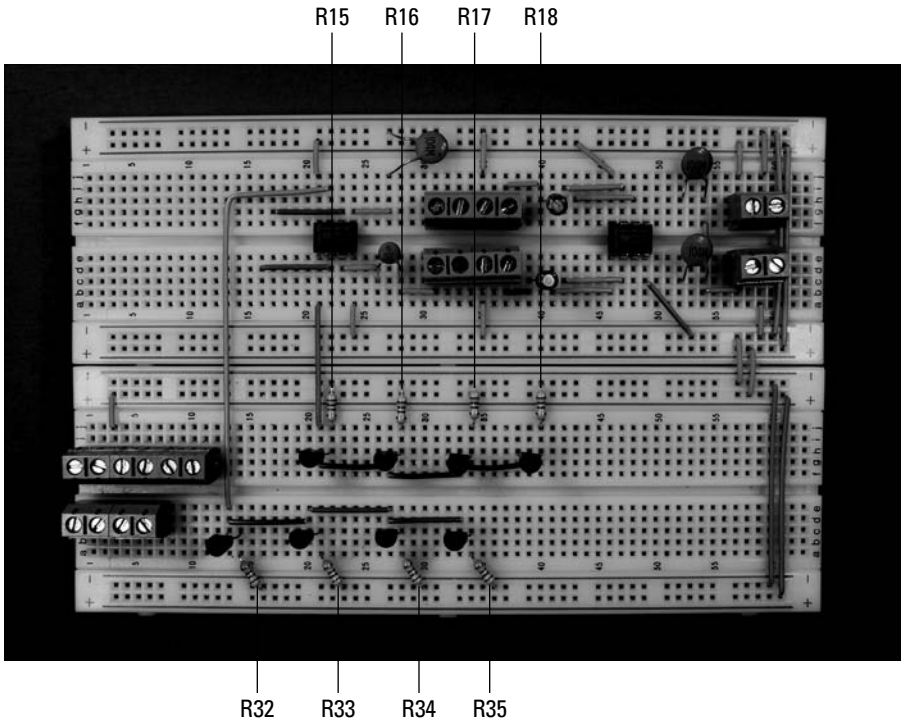

Figure 5-11: Insert resistors onto the breadboard.
8. **Insert eight 1 kohm resistors (R15–R18, R32–R35) from the emitter pins of each transistor to the ground bus, as shown in Figure 5-11.**